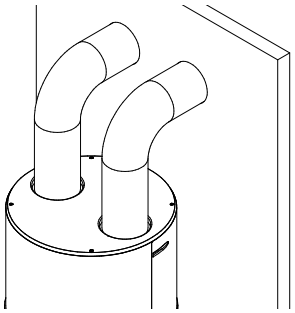

fig. 53– Arrangement of air channels
**In many images of this document the position of the air ducts are schematized at the top and bottom, in reality for the purposes of correct installation we recommend positioning the ducts side by side (see fig. 53)**